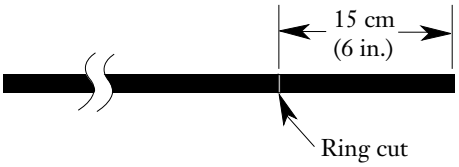

Figure 3
**5.1** Use the hook blade to carefully make a ring cut 15 cm (6 in) from the end of the sheath (Figure 3) – *Use care to avoid damaging the buffer tubes.*